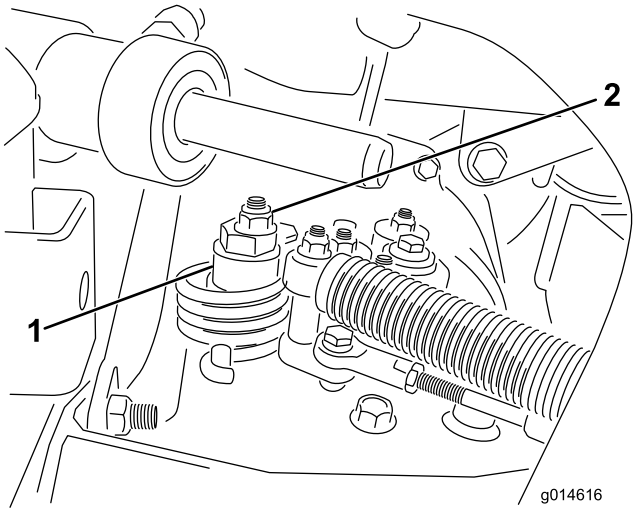

Figur 48
A. Lossa muttern som fäster excenterbulten på hydrostatens ovandel (Figur 48).
C. Vrid excenterbulten tills maskinen inte kryper i någon riktning. När hjulet slutar rotera drar du åt muttern som låser excenterbulten och justeringen (Figur 48). Kontrollera justeringen med gasen i det långsamma och snabba läget.